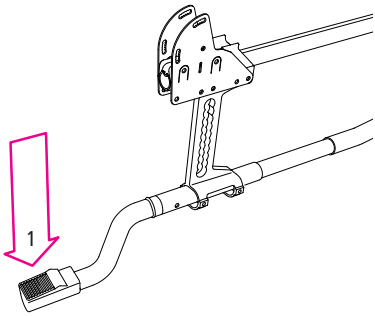

afb. 25
2. Plaats uw voet op de trapsteun (1, afb. 25) en houd met de duwhandvatten de rolstoel in evenwicht.